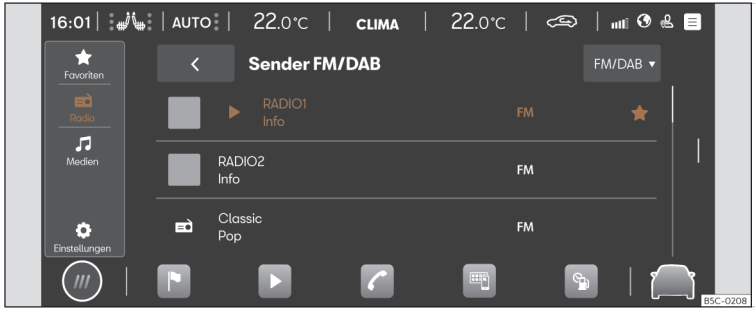

Abb. 166 Schematische Darstellung: Ansicht Radio.
- Drücken Sie **HOME** > ▶ > ››› **(Abb. 166)**.